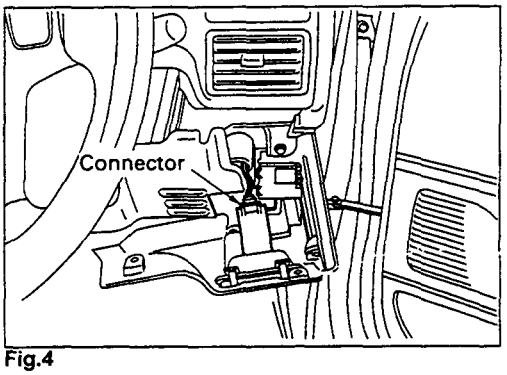

Fig.4
- Disconnect the connector of the illumination. **(Fig.4)**